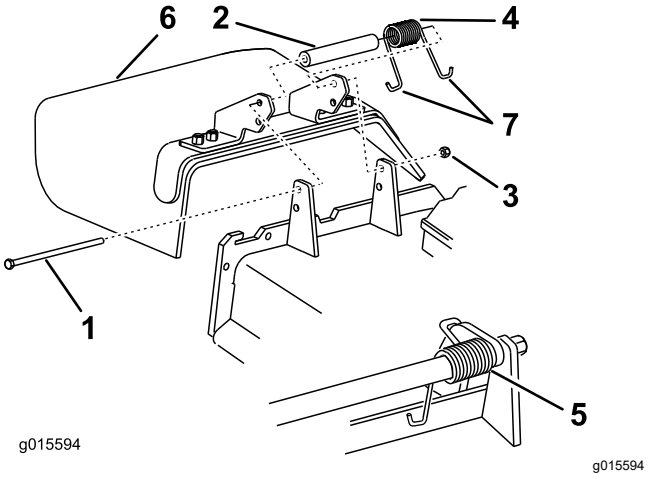

**Figur 86**
1. Fjern låsemutteren, bolten, fjæren og avstandsstykket som holder avlederen festet til svingbrakettene (Figur 86).
2. Fjern den skadde eller slitte gressavlederen (Figur 86).
**Merk:** Påse at én **J**-krokende av fjæren er montert bak kanten på klippeenheten før du monterer bolten som vist i Figur 86.
6. Plasser én **J**-krokende av fjæren rundt gressavlederen (Figur 86).